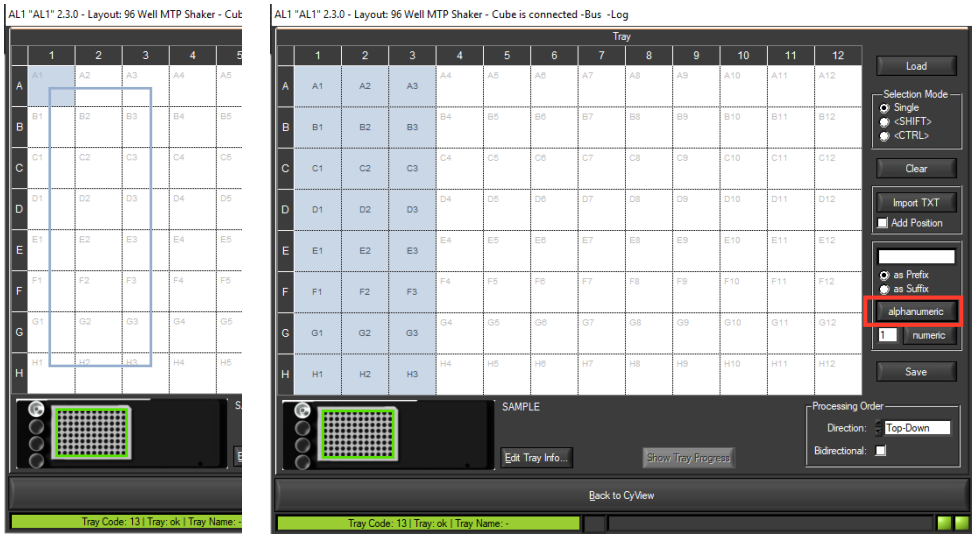

Abbildung 12. Das Menü für die Mikrotiterplattenbelegung
8. Wählen Sie nun die Wells aus, die gemessen werden sollen. Dies kann einzeln geschehen oder durch Ziehen über die Felder. Ausgewählte Wells erscheinen hell-blau (siehe Abbildung 12).